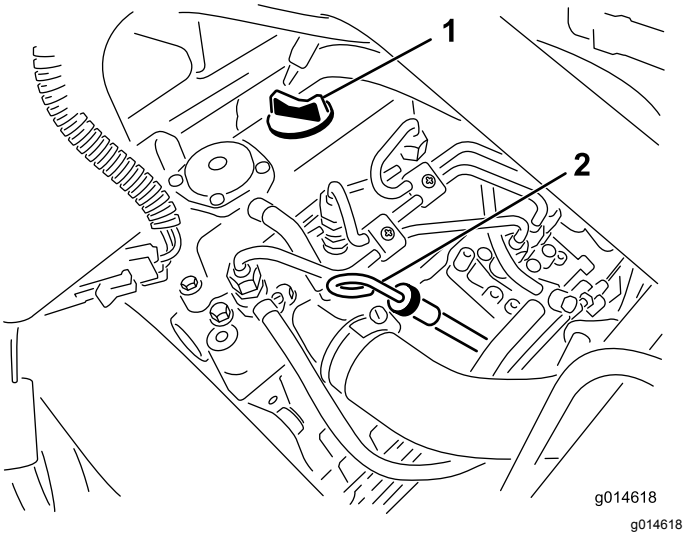

Rysunek 21
2. Wyjmij wskaźnik poziomu i wytrzyj go czystą szmatką (Rysunek 21).